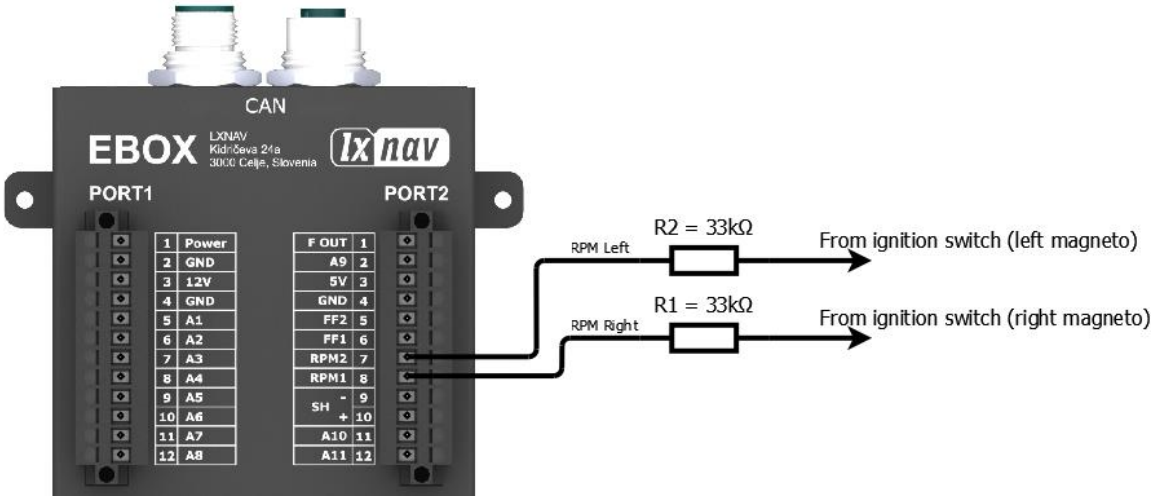

Figure 8: eBox - Direct P-lead sensing
- Direct P-lead sensing from magnetos (Lyncoming, Continental) – Figure 8
Direct P-lead sensing from magnetos is the least preferable way of measuring RPM (wiring shown on Figure 8). Because of high voltage spikes on magnetos, user must include a series resistor that has a value of 33kΩ. If the readings are unstable, the user must increase the value of the resistor (100kΩ or more) until the issue is resolved. Be sure to mount the resistors near the ignition switch, since magnetos are high voltage spikes that cause a lot of EM interference. This is the least preferable way of measuring RPM, because it does not isolate eBox from the damaging high voltage spikes generated on the magnetos.